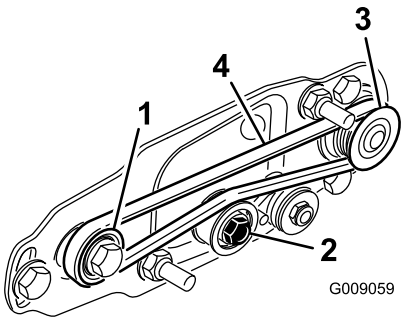

Figur 16
- Dra remmen runt den **drivna** skivan och sedan över mellanremskivan (Figur 16).
- Starta remmen på **drivskivan** (Figur 16).